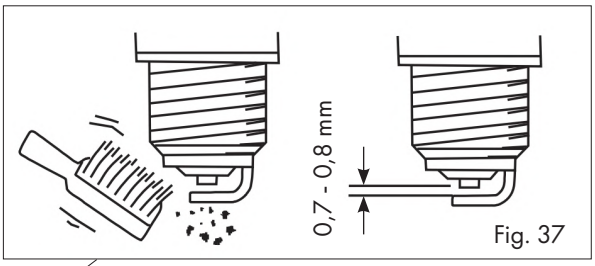

Fig. 37
- Compruebe la separación de los electrodos y, si es necesario, reajústela al valor objetivo de 0,7-0,8 mm, Fig. 37.